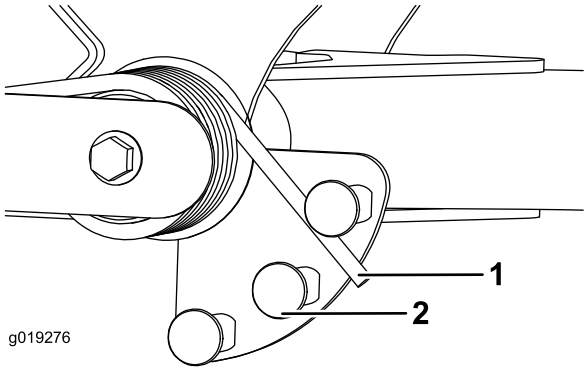

Figur 38
2. Sæt et rør eller en lignende genstand på den lange fjederende, og drej den omkring fjederaktuatoren til den ønskede position (Figur 38).